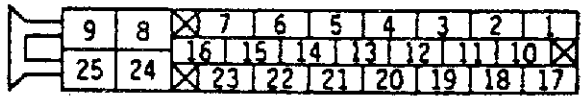

图 5－3－14
①在检查电阻和导通状况之前，应先关断点火开关并脱开 ABS ECU 连接器。
②检查表 5－3－5 中所示各端子之间的电阻和导通状况。
③端子的布置如图 5－3－14 所示。